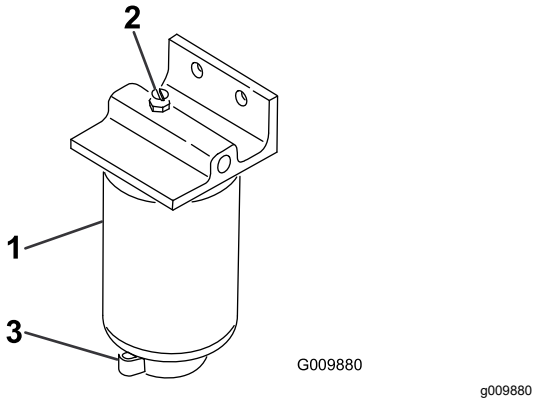

Figur 55
3. Løsn aftapningsventilen i bunden af filterskålen (Figur 55).
2. Rengør området, hvor filterskålen monteres (Figur 55).